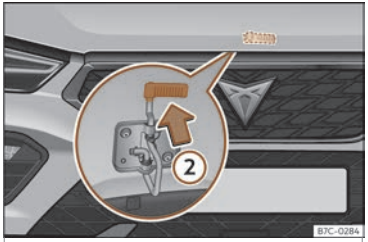

Fig. 196 Leva baixo o capó.
- Para levantar o capó faga presión cara arriba sobre a leva situada baixo o capó ››› **fig. 196** ②. O gancho de fixación queda desbloqueado.